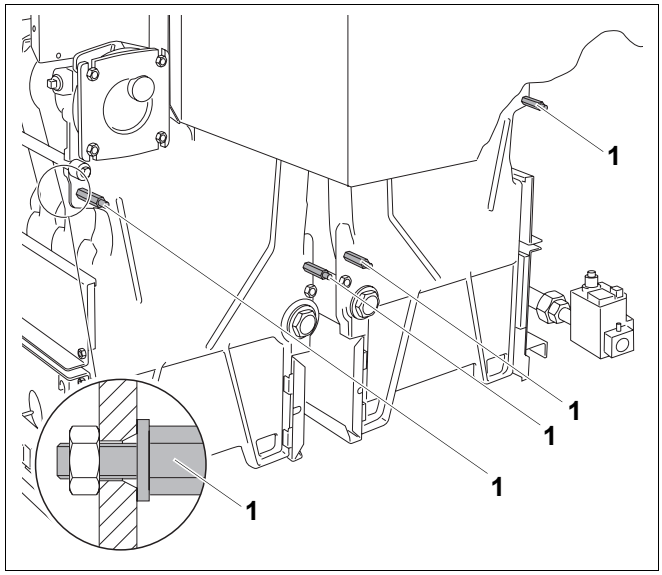
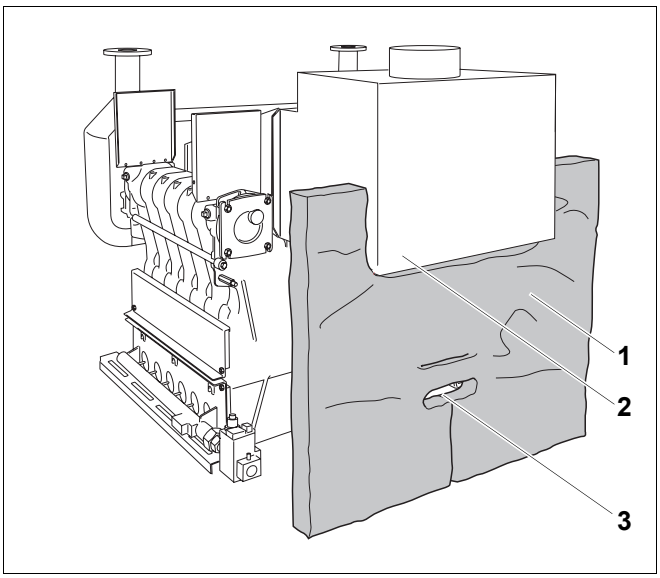

Rys. 48 Wkręcenie trzpieni dystansowych
Rys. 49 Dociśnięcie izolacji cieplnej ścianki tylnej
- Wkręcić cztery trzpienie dystansowe M8 x 75 (rys. 48, **poz. 1**), aby zamocować ścianki tylne (nakrętka z wciśniętą podkładką z tyłu, podkładka z przodu).
Aby zmontować izolację cieplną ścianki tylnej (rys. 49, **poz. 1**) we właściwej pozycji, należy postępować wg następujących punktów:
– Wycięcie (rys. 49, **poz. 2**) izolacji cieplnej ścianki tylnej musi być ułożone w stronę kolektora spalin.
– Włożyć trzpienie dystansowe (rys. 48, **poz. 1,** strona 39) przez nacięcia w izolacji cieplnej ścianki tylnej (rys. 49, **poz. 1**), tak aby był do nich swobodny dostęp.
– Przez nacięcie dolne (rys. 49, **poz. 3**) musi być swobodny dostęp do dolnych piast kotła.
– Jasna strona izolacji cieplnej ścianki tylnej (rys. 49, **poz. 1**) musi być skierowana do bloku kotła.
- Docisnąć izolację cieplną ścianki tylnej (rys. 49, **poz. 1**) do ścianki tylnej bloków kotła.